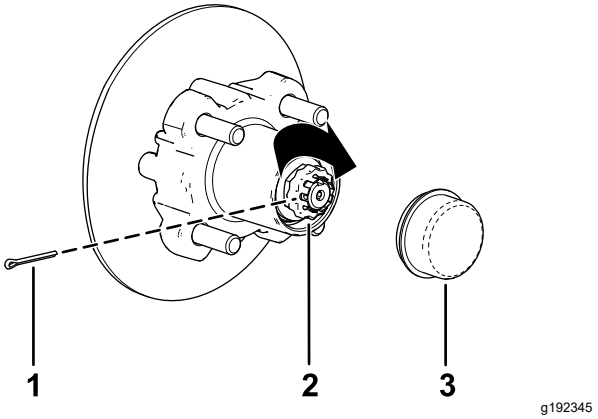

Figuur 36
8. Monteer de borgschroef over de moer en controleer de uitlijning van de sleuf in de schroef en de opening in de as voor de borgpen (Figuur 36).
9. Monteer de borgpen en plooi beide uiteinden rond de borgschroef (Figuur 36).
10. Plaats de stofkap op de naaf (Figuur 36).